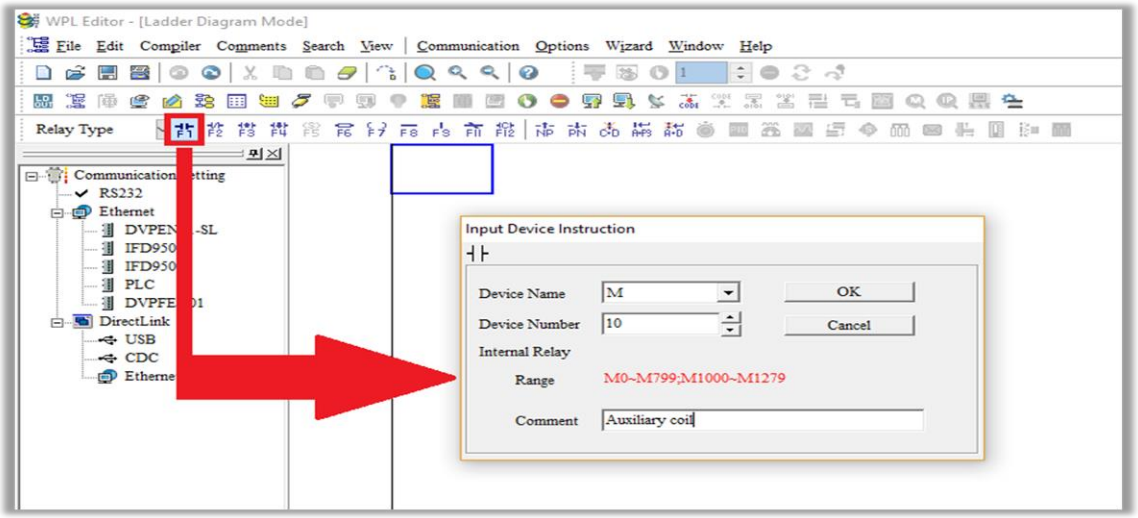

Figure 15-12
Step 2. Click **Normally Open Contact** button or press function key F1. **Input Device Instruction** window appears. Select **Device Name** (e.g. M), **Device Number** (e.g. 10), and type **Comment** (e.g. Auxiliary coil). Then, click **OK** to finish settings, as Figure 15-12, 15-13 shows.